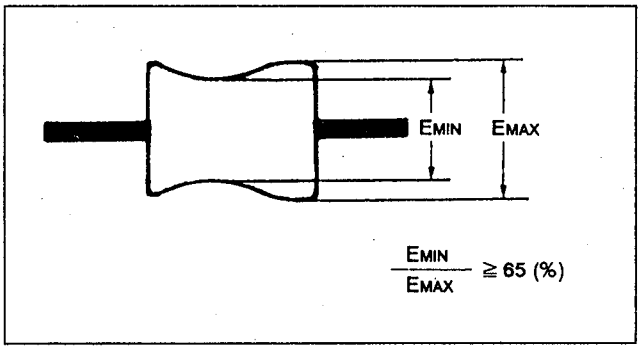

Fig. 45
2) Then, confirm that the minimum amplitude value (EMIN) is 65% of the maximum value (EMAX) or larger (Fig. 45).
3) Confirm that no large fluctuations occur on the waveform (Fig. 45).